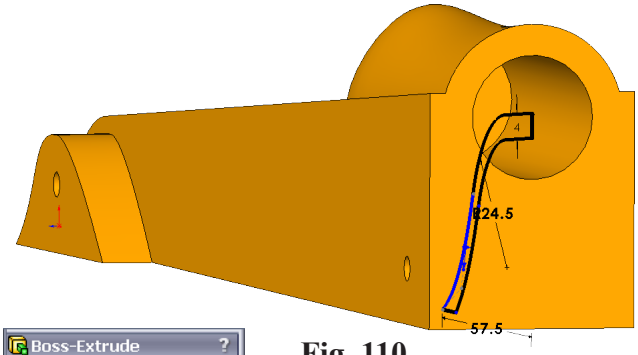

Fig. 110
Step 1. Rotate view slightly to view **back and side of body**, hold down middle mouse button (wheel) and drag to rotate view, **Fig. 110**.